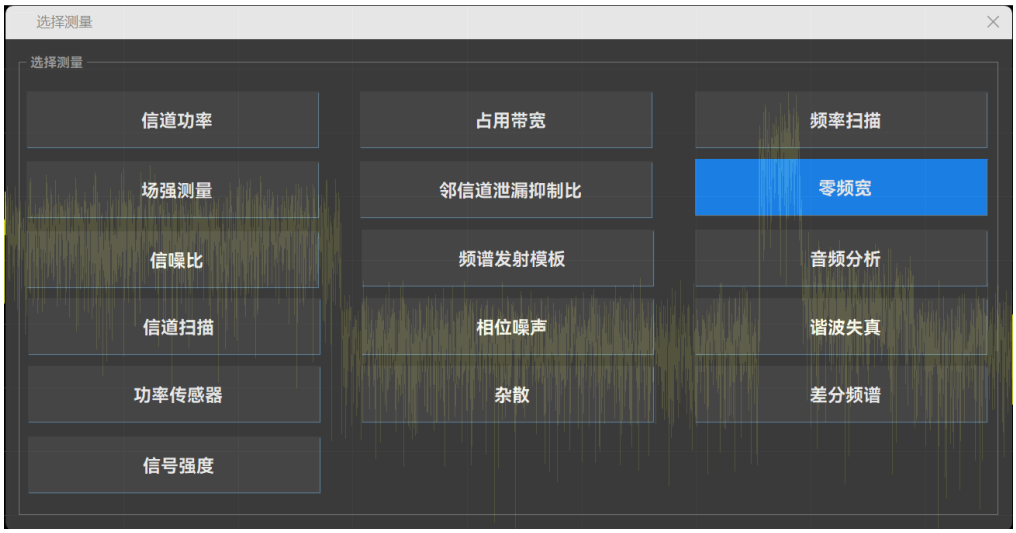

图 5.17 选择测量界面图
- 按【**测量**】选择【**零频宽**】测试功能，界面显示如图 5.17 所示: